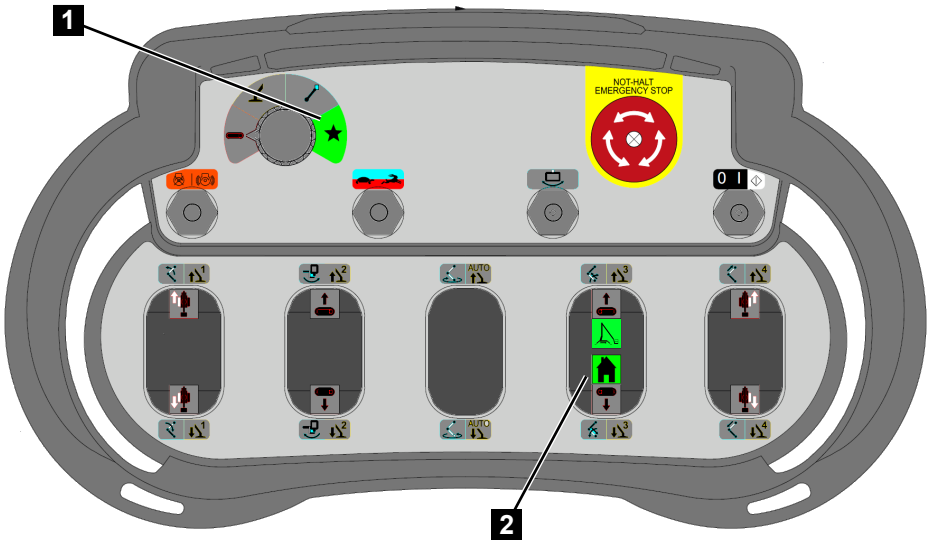

Fig. 137
2. Set the function selection switch (Fig.137/1) to *[special function]* (green).
3. Push the control lever (Fig.137/2) forward to move the boom system to the working position.